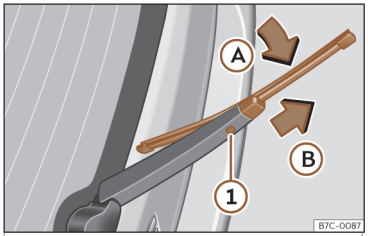

Fig. 39 Cambio de la escobilla de la luneta trasera.
- Rote la escobilla ligeramente››› **fig. 39** (flecha Ⓐ).
- Mantenga presionada la tecla de desbloqueo (1) tirando de la escobilla en el sentido de la flecha Ⓑ.
- Inserte en el brazo limpialuneta una escobilla nueva **de la misma longitud y tipo**, en sentido contrario a la flecha Ⓑ hasta que encastre la tecla (1).